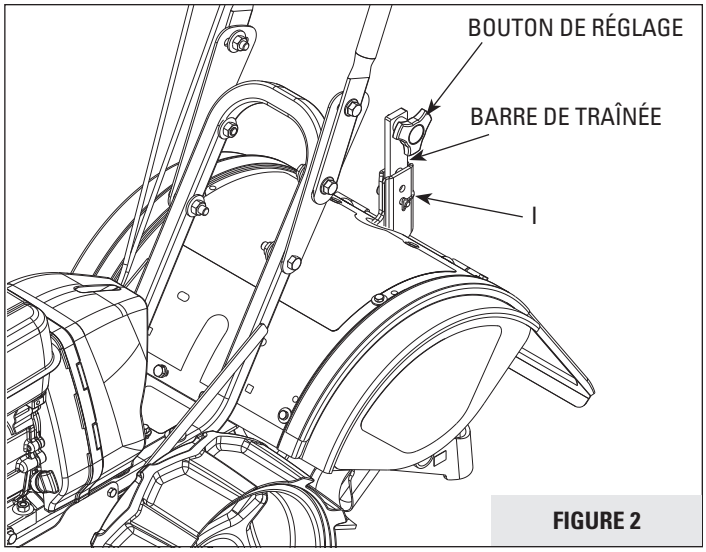

FIGURE 2
3. Trouver la barre de traînée et une goupille d'arrêt (I). Dévisser le bouton de réglage du haut de la barre de traînée et enfiler la barre vers le haut dans la fente verticale à l'arrière du capot de dents. **VOIR FIGURE 2.**
5. Enfiler la goupille d'arrêt à travers le trou dans la fente verticale et l'un des trous de la barre de traînée pour la tenir en place. **VOIR FIGURE 2.**